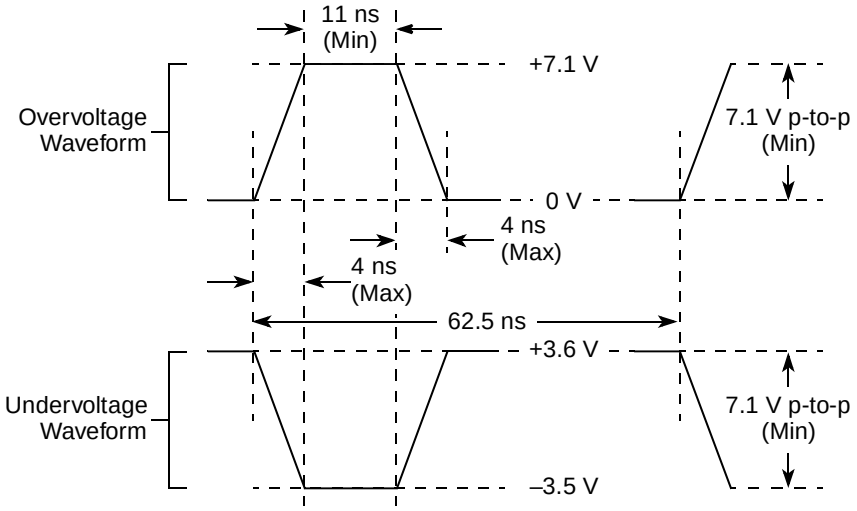

**Figure 3. Maximum AC Waveforms on PCI Interface for 3.3-V Signaling**
6. $OV_{IN}$ on the PCI interface can overshoot/undershoot according to the PCI Electrical Specification for 3.3-V operation, as shown in Figure 3.
Figure 3 shows the undershoot and overshoot voltage of the PCI interface of the MPC8347E for the 3.3-V signals, respectively.